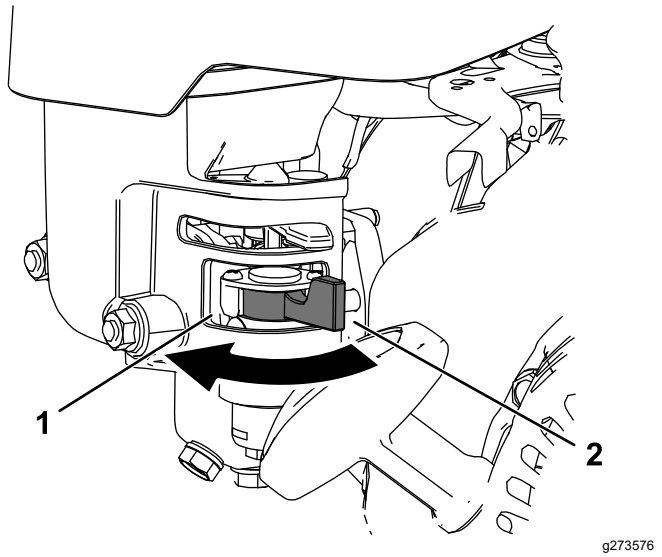

Figuur 22
- Om de brandstofafsluitklep te openen, draait u de hendel van de brandstofafsluitklep naar de handgreep van het startkoord (Figuur 22).
- Om de brandstofafsluitklep te sluiten, draait u de hendel van de brandstofafsluitklep weg van de handgreep van het startkoord (Figuur 22).